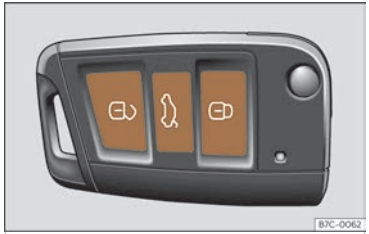

Abb. 47 Funkschlüssel: Tasten
- Verriegeln: Drücken Sie die Taste ››› (Abb. 47).